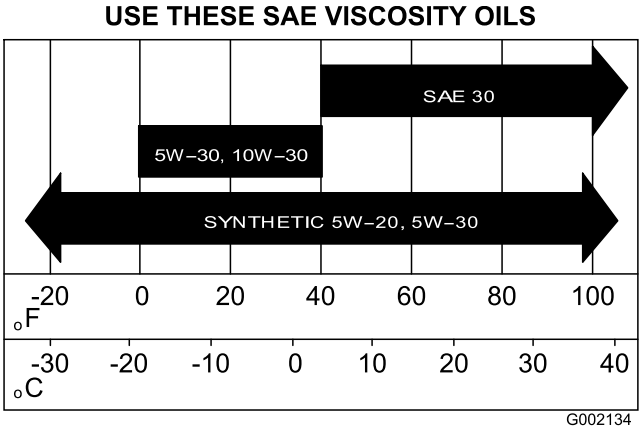

Figur 42
5. Fyll på med spesifisert olje i veivhuset. Se Figur 42 i Skifte oljen (modeller 07273 og 07273TC) (side 33).